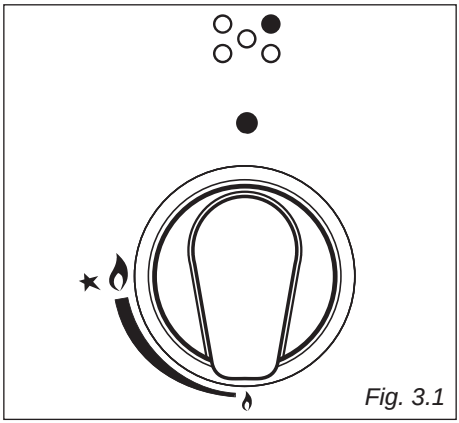
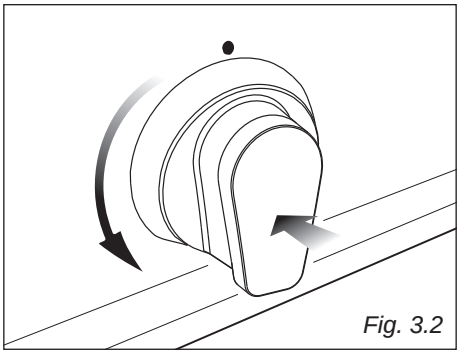

Fig. 3.1
Fig. 3.2
Gas flow to the burners is adjusted by turning the knobs (illustrated in fig. 3.1) which control the safety valves.
1. Press in the corresponding knob and turn counter-clockwise (fig. 3.2) to the full flame position marked by the symbol (fig. 3.1); hold the knob in unt il the flame has been lit.